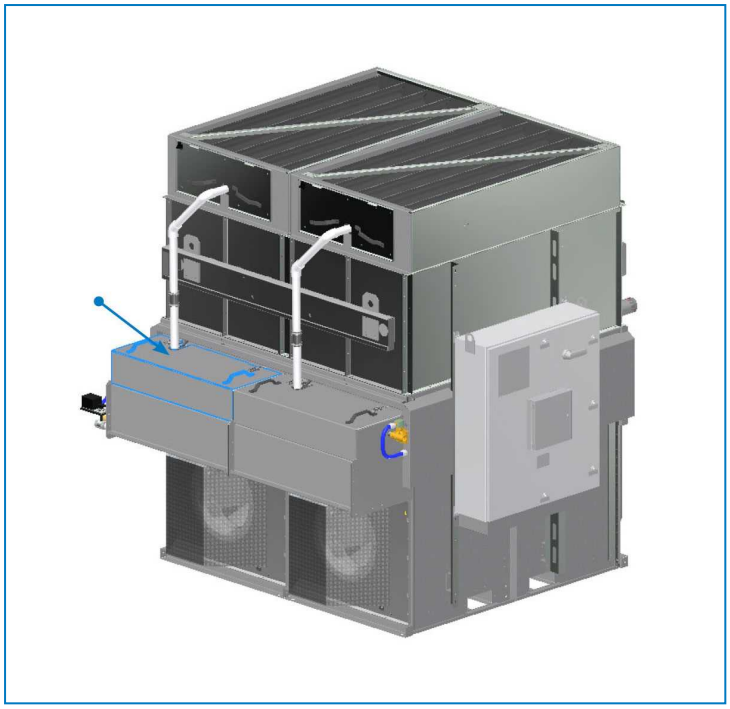

Рис. 13. Расположение проводки насоса
3. Снимите крышку бассейна, затем найдите провод насоса, расположенный в бассейне. См. рисунок 13.